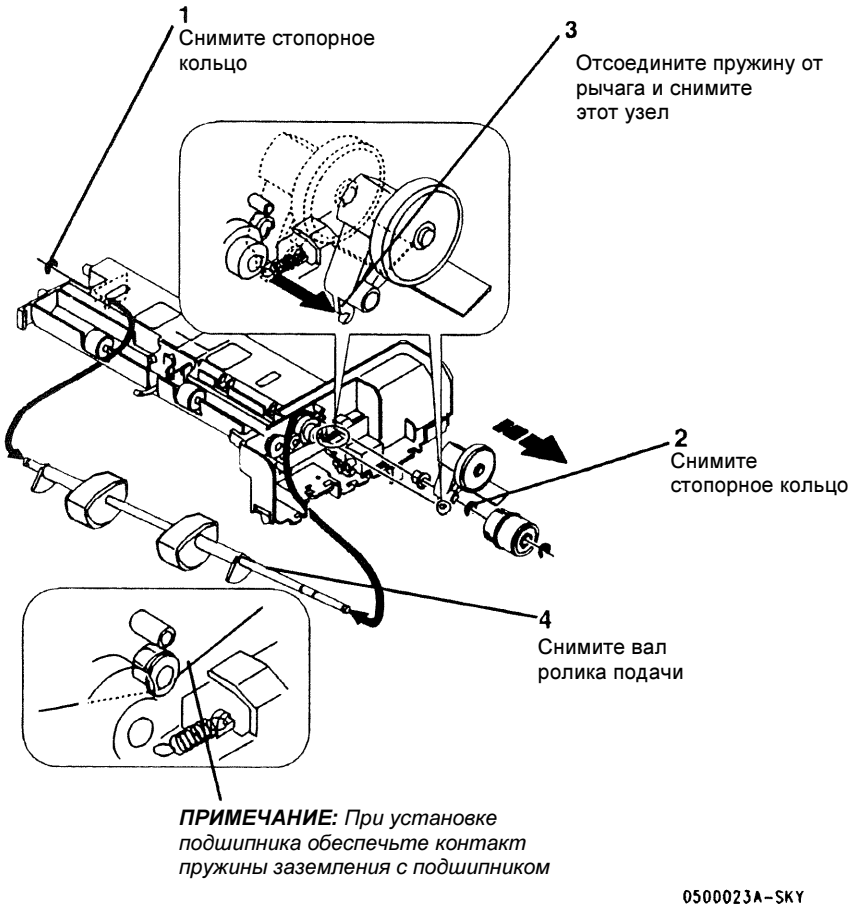

Рисунок 3 Снятие ролика подачи
4. (Рисунок 3): Снимите ролик подачи лотка 2